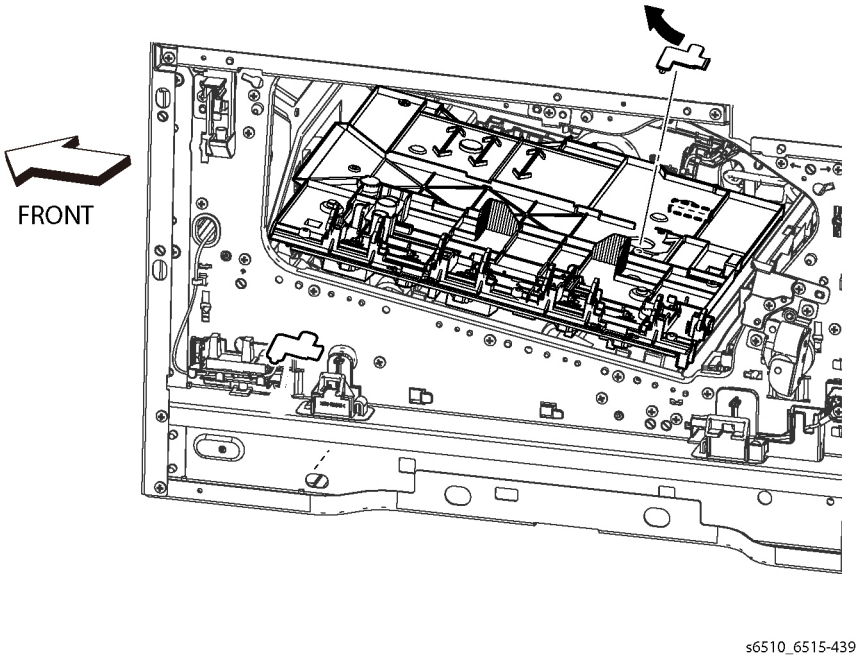

Figure 1 Remove the HVPS Toner Cover (SFP)
2. Refer to Figure 1 to remove the HVPS Toner Cover.